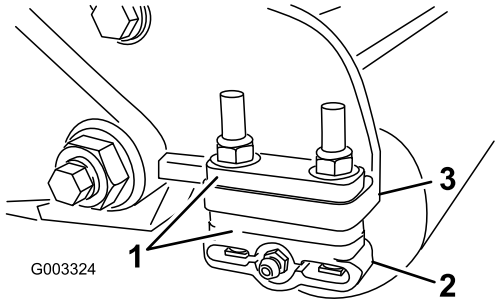

Figur 10
1. Juster beslagene på bagrullen (Figur 10) for at opnå den ønskede klippehøjde ved at placere den nødvendige mængde afstandsklodser under sidepladens monteringsflange (Figur 10) i henhold til klippehøjdeoversigten.